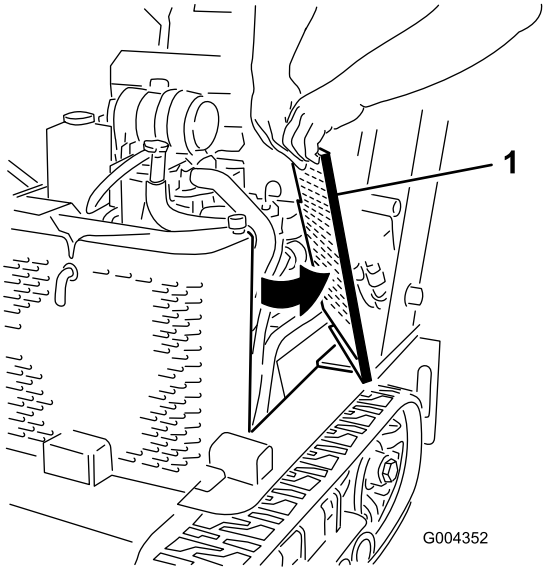

**Figur 30**
2. Skjut sidoskärmarna (Figur 30) uppåt och ut ur skårorna i frontskärmen och ramen.